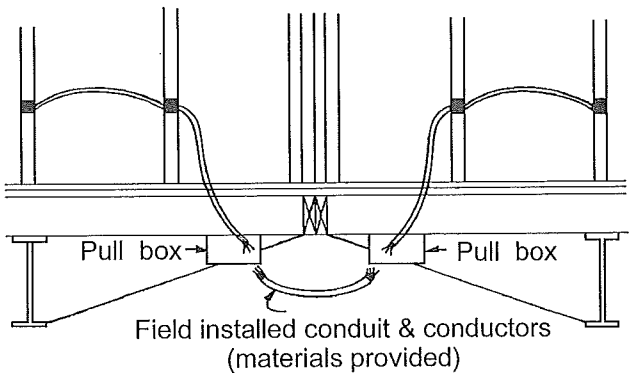

FIG. 5-28
1. Remove the pull box covers and install the provided conduit and conductors between the boxes (See Fig. 5-28).